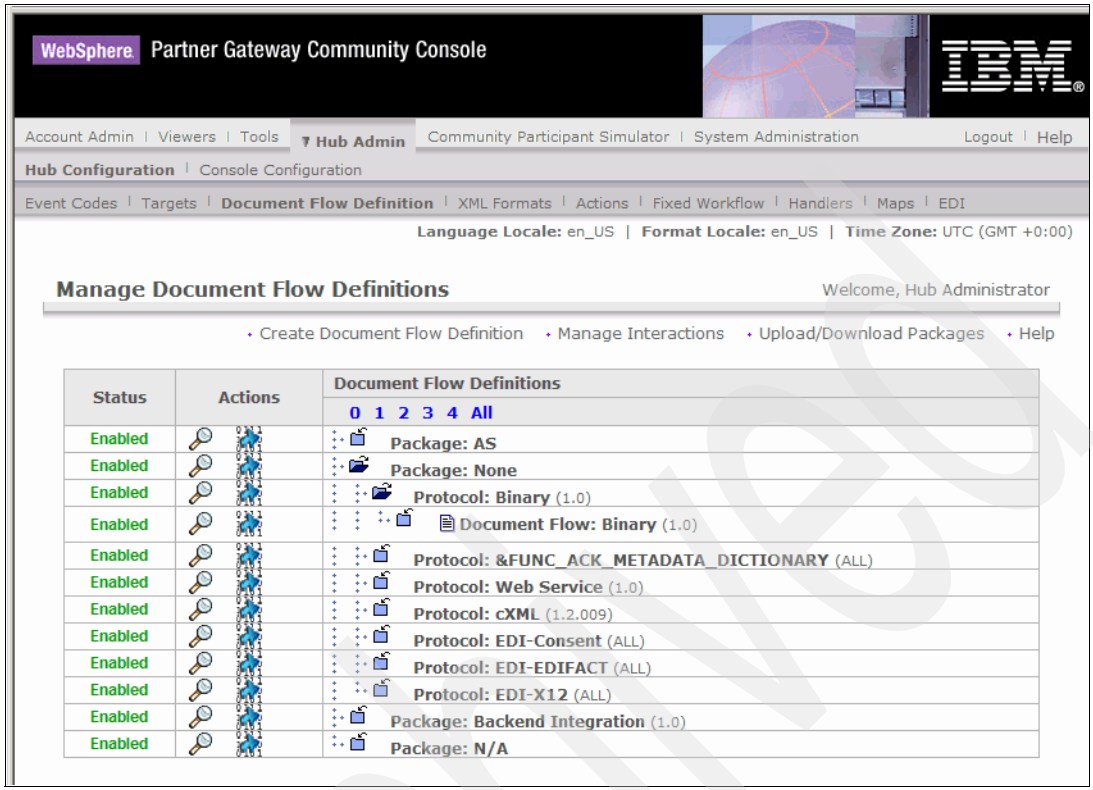

Figure 12-6 Enabled document flow definitions
2. In the Manage Document Flow Definitions window (Figure 12-6 on page 348), expand the folder next to **Package: None** and then expand the **Protocol: Binary**. No specific action is needed here other than to verify that the Status on the left side of the screen in Figure 12-6 on page 348 is *enabled*.